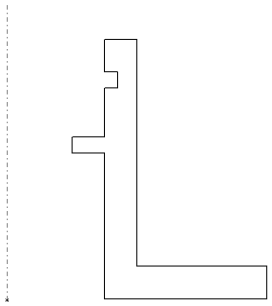

Рисунок 4.6 - Эскиз для применения инструмента
2. Через исходную точку проводится осевая линия (рис. 4.6).